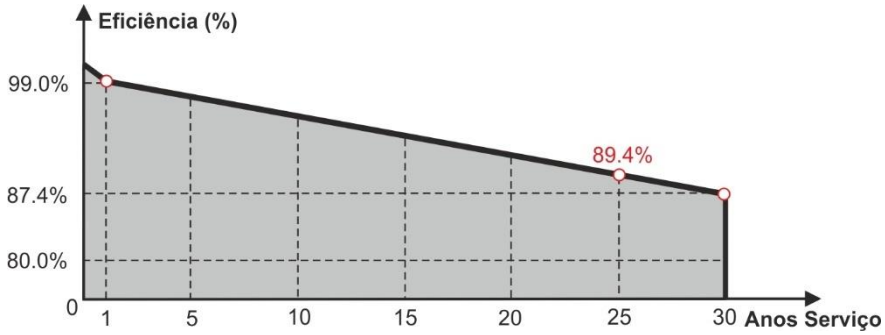

Fig. 23: Exemplo da curva anos/desempenho de um módulo fotovoltaico
- Com base nestes valores, o aparelho calcula automaticamente a curva Anos/Desempenho (ver Fig. 23), da qual deriva o valor de controlo % de perda de desempenho utilizado no cálculo da curva I-V (ver § 6.4.4 e § 11.3)